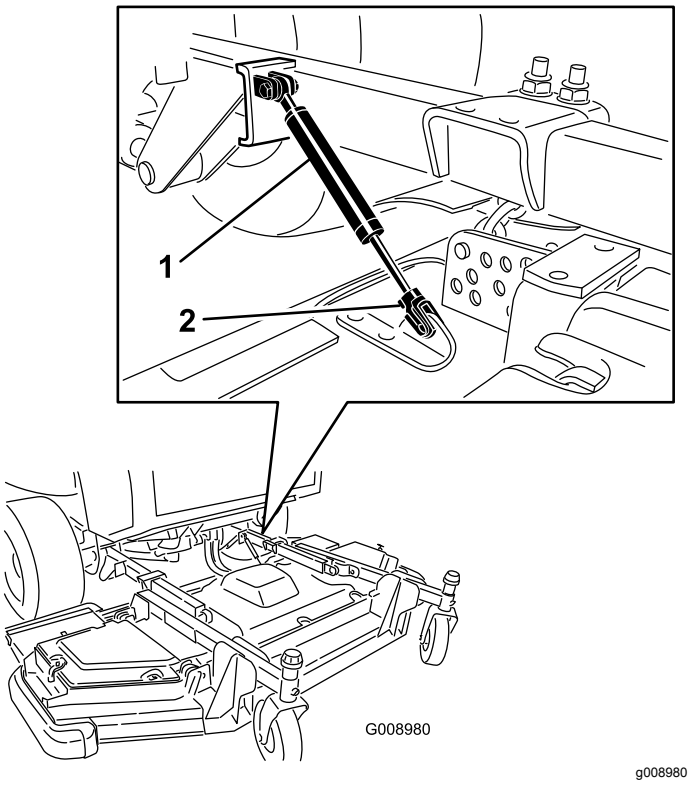

Figur 123
3. Fjern låseclipsen, og kobl dæmpeenheden fra plæneklipperskjoldet (Figur 123).